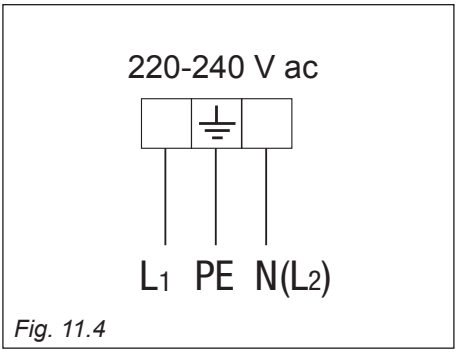

Fig. 11.4
- Connect the wires to the terminal block “**B**” as shown in the diagram in figure 11.4.